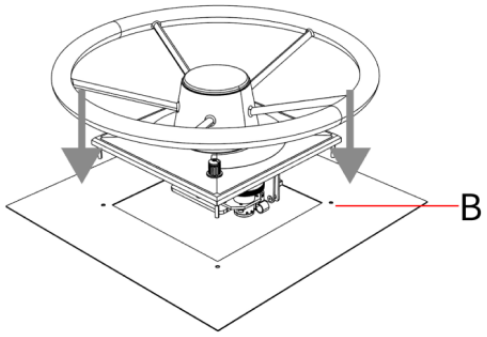

图4.1
1. 将手轮竖直放置于图4.1中右下角所示的安装板开孔内，并将螺丝对准螺孔B，遇到凸出部分可将手轮旋转或倾斜放入。